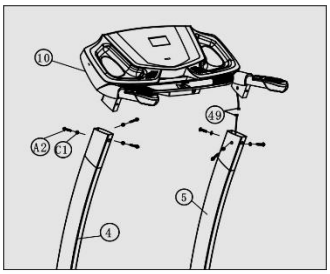

Figure 3
a. Connect the Signal wire (49) to corresponding wires that come from computer/handlebar (10) (see figure 3)
b. Tighten the computer/handlebar (10) to upright tubes (4/5) with six Half-round bolts M8X16 (A2), six Flat washers Φ8 (C1).